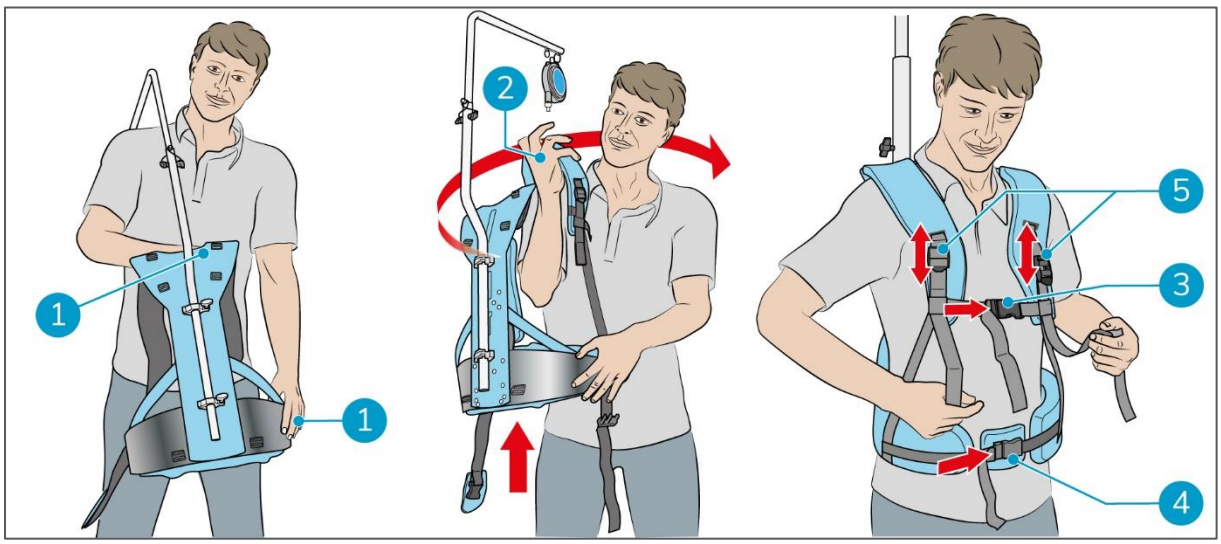

Abbildung 11
2. Ergreifen Sie den i-suit mit beiden Händen (Abbildung 11 Pos. 1), mit der Oberseite des Stützrohrs über Ihrer Schulter.
3. Ziehen Sie den i-suit wie einen Rucksack an (Abbildung 11 Pos. 2).
4. Schließen Sie die Brustgurte (Abbildung 11 Pos. 3) und die Bauchgurte (Abbildung 11 Pos. 4).
5. Passen Sie die Länge der Gurte für Ihren Komfort an (Abbildung 11 Pos. 5).